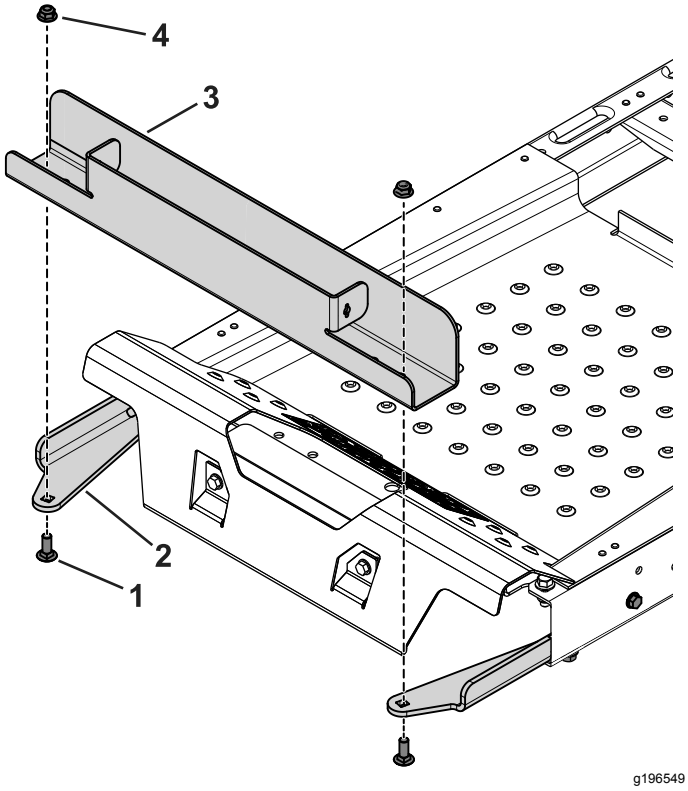

Figur 4
3. Bruk de to låseboltene (⅜ x 1 tomme) og flensmutterne til å feste vektholderne til festene (Figur 4).